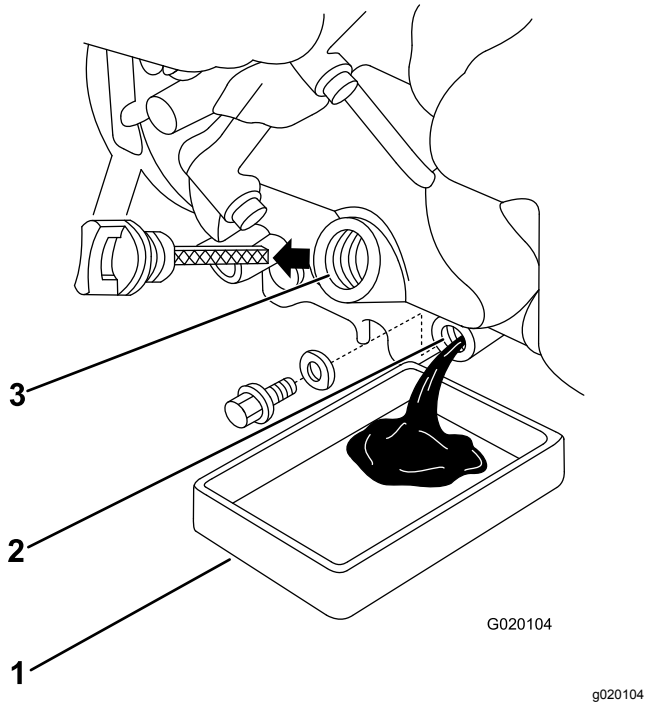

Figura 19
5. Retire el tapón de vaciado y drene el aceite del motor (Figura 19).
7. Retire la varilla y vierta lentamente aproximadamente el 80% de la cantidad especificada de aceite en el motor (Figura 19).